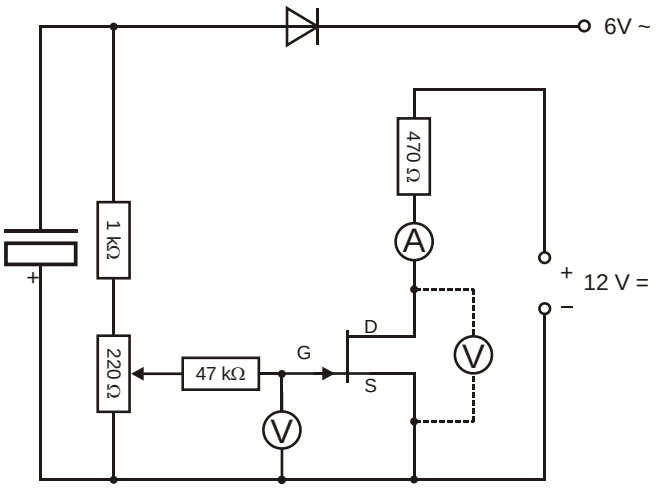
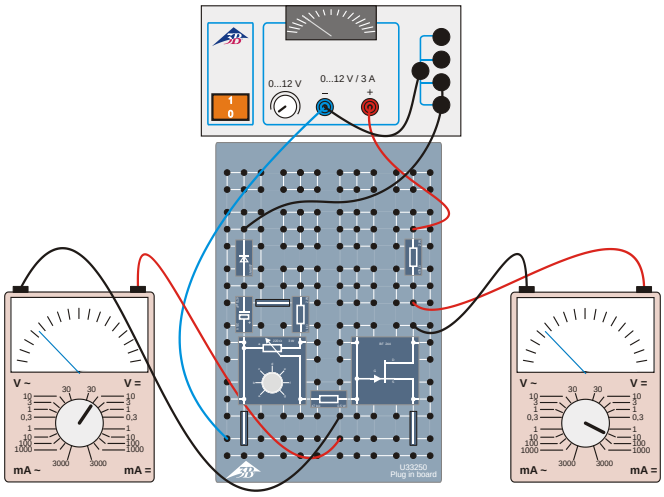

Fig. 2: Schéma de circuit.
Fig. 3: Voltmètre entre Gate et Source.
- Montez le circuit comme le montrent les Fig. 2 et Fig. 3. Veillez à la bonne polarité de la diode Si et du condensateur.
- Branchez d'abord le multimètre analogique pour la mesure de tension entre Gate et Source, pôle négatif à Gate (Fig 3).